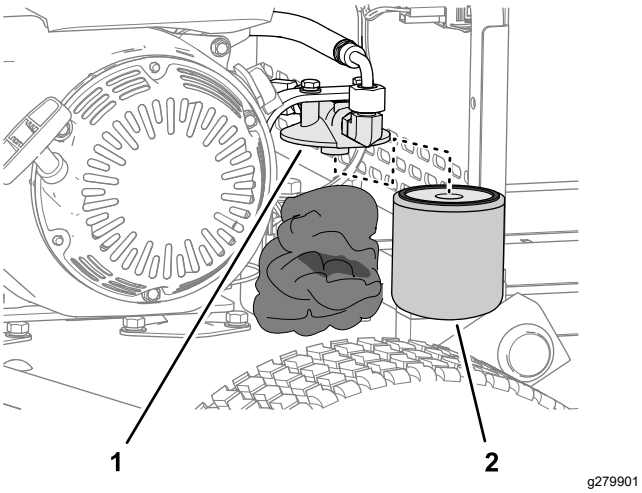

Рисунок 37
2. Поместите ветошь под гидравлический фильтр (Рисунок 37).
3. Осторожно снимите гидравлический фильтр (Рисунок 37).
5. Установите фильтр на головку фильтра вручную (Рисунок 37) так, чтобы прокладка соприкоснулась с головкой фильтра, затем доверните фильтр еще на ¾ оборота.